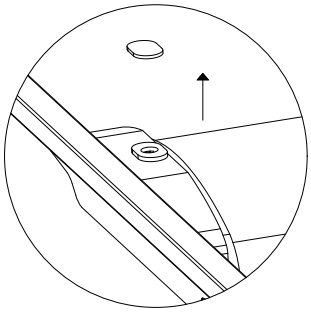

Fig. 1
1.Remove the sensor receptacle plug. (Fig. 1)